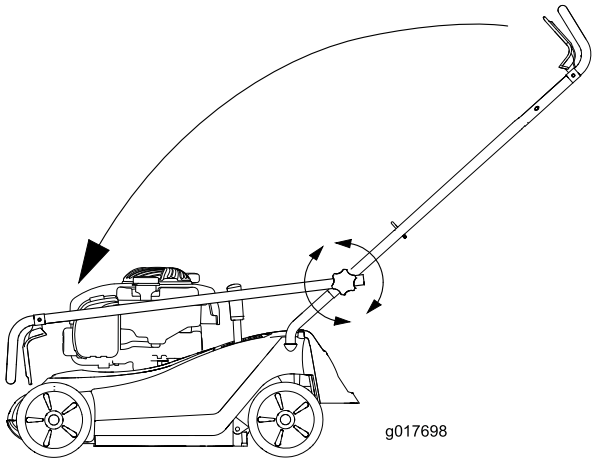

Bild 25
3. Klappen Sie den Bügel zusammen, wie in Bild 25 dargestellt.